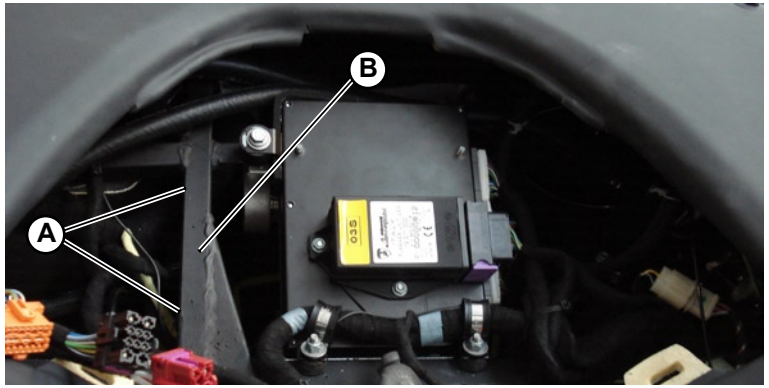

Fig.1
1. In the opening where the dashboard cover was placed, locate the two bushes (**A-Fig.1**) that are fixed on the lateral side of the vertical beam (**B-Fig.1**) of the chassis.